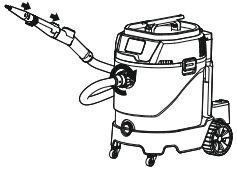

рис. 4
1. Вставьте шланг (13) до упора в воздухозаборник (8), совместив направляющие и поверните гайку фиксации по часовой стрелке до упора (рис. 4).